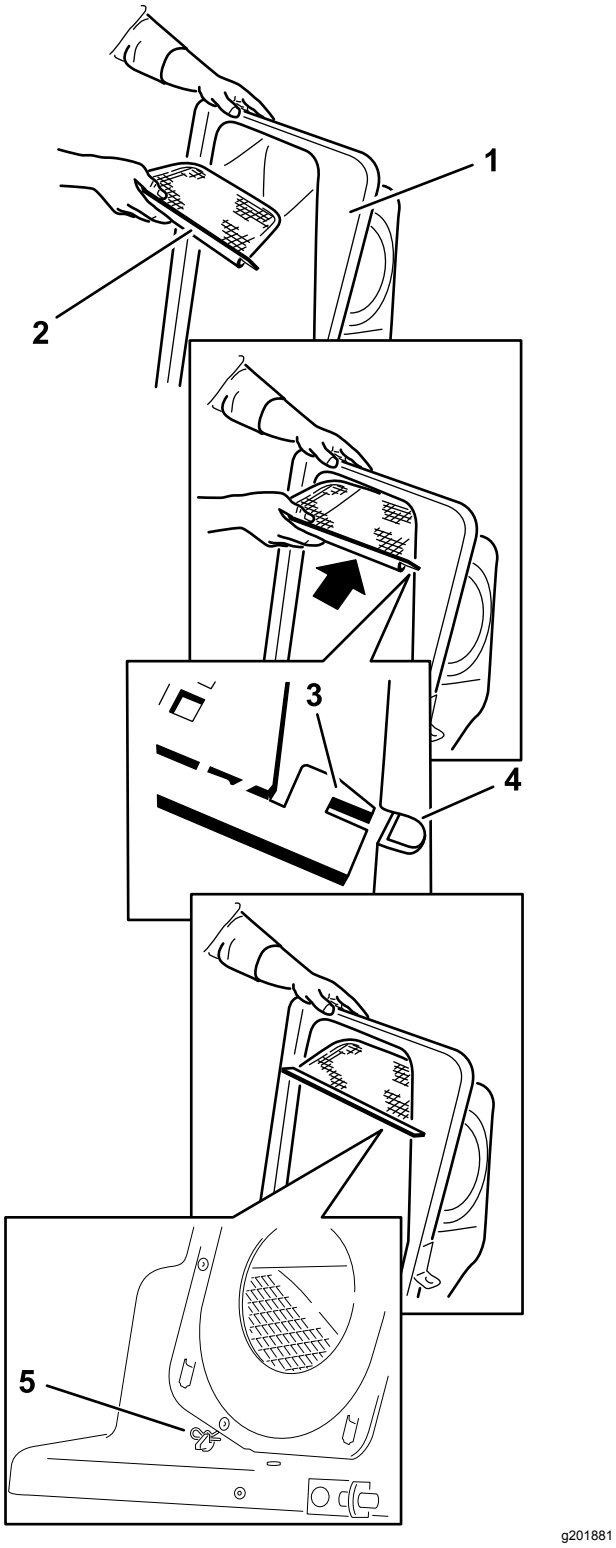

Figur 19
2. Monter skærmen som vist i Figur 19, så den hælder nedad mod opsamlingsposerne.